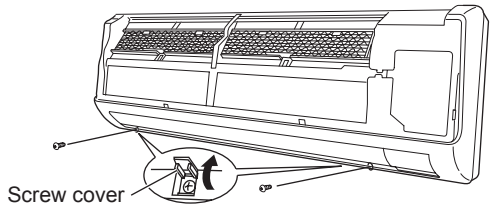

Fig. 9b
(2) Remove the 2 screws. (Fig. 9b)
(5) Affix the grille with the 2 previously removed screws. (Fig. 9b)
(6) Install the air intake grille.